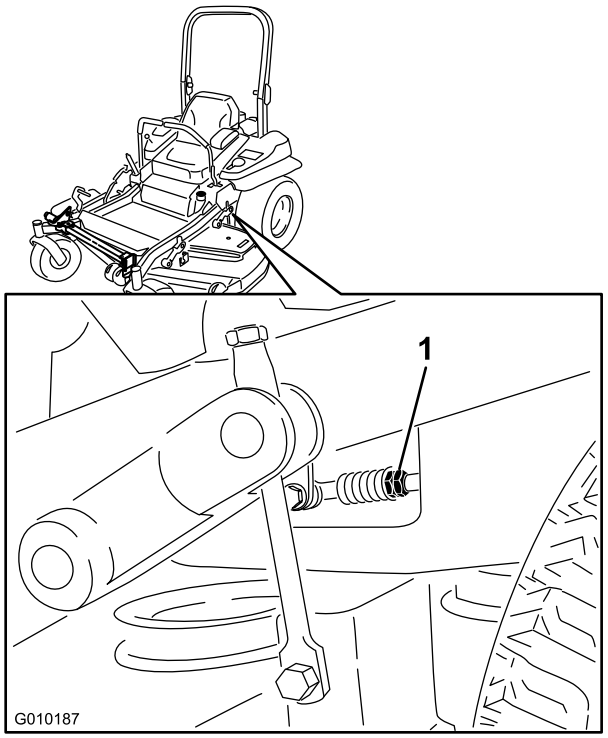

Figuur 78
7. Zet de rijhendels in de neutraalstand. Pas de lengte van de stang aan door de dubbele moeren op de stang in de juiste richting te draaien tot de wielen gaan kruipen in de achteruitstand (Figuur 78). Zet de rijhendels in de achteruitstand en oefen lichte druk uit op de hendel zodat de veren de hendels terugduwen in de neutraalstand. De wielen moeten ophouden met draaien of aan kruipen in de achteruitstand.